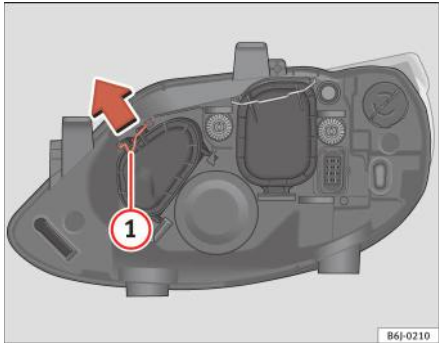

Fig. 136 Farurile fază lungă
– Deplasați clema (1) în sensul săgeții şi scoateți capacul ⇒ fig. 136.